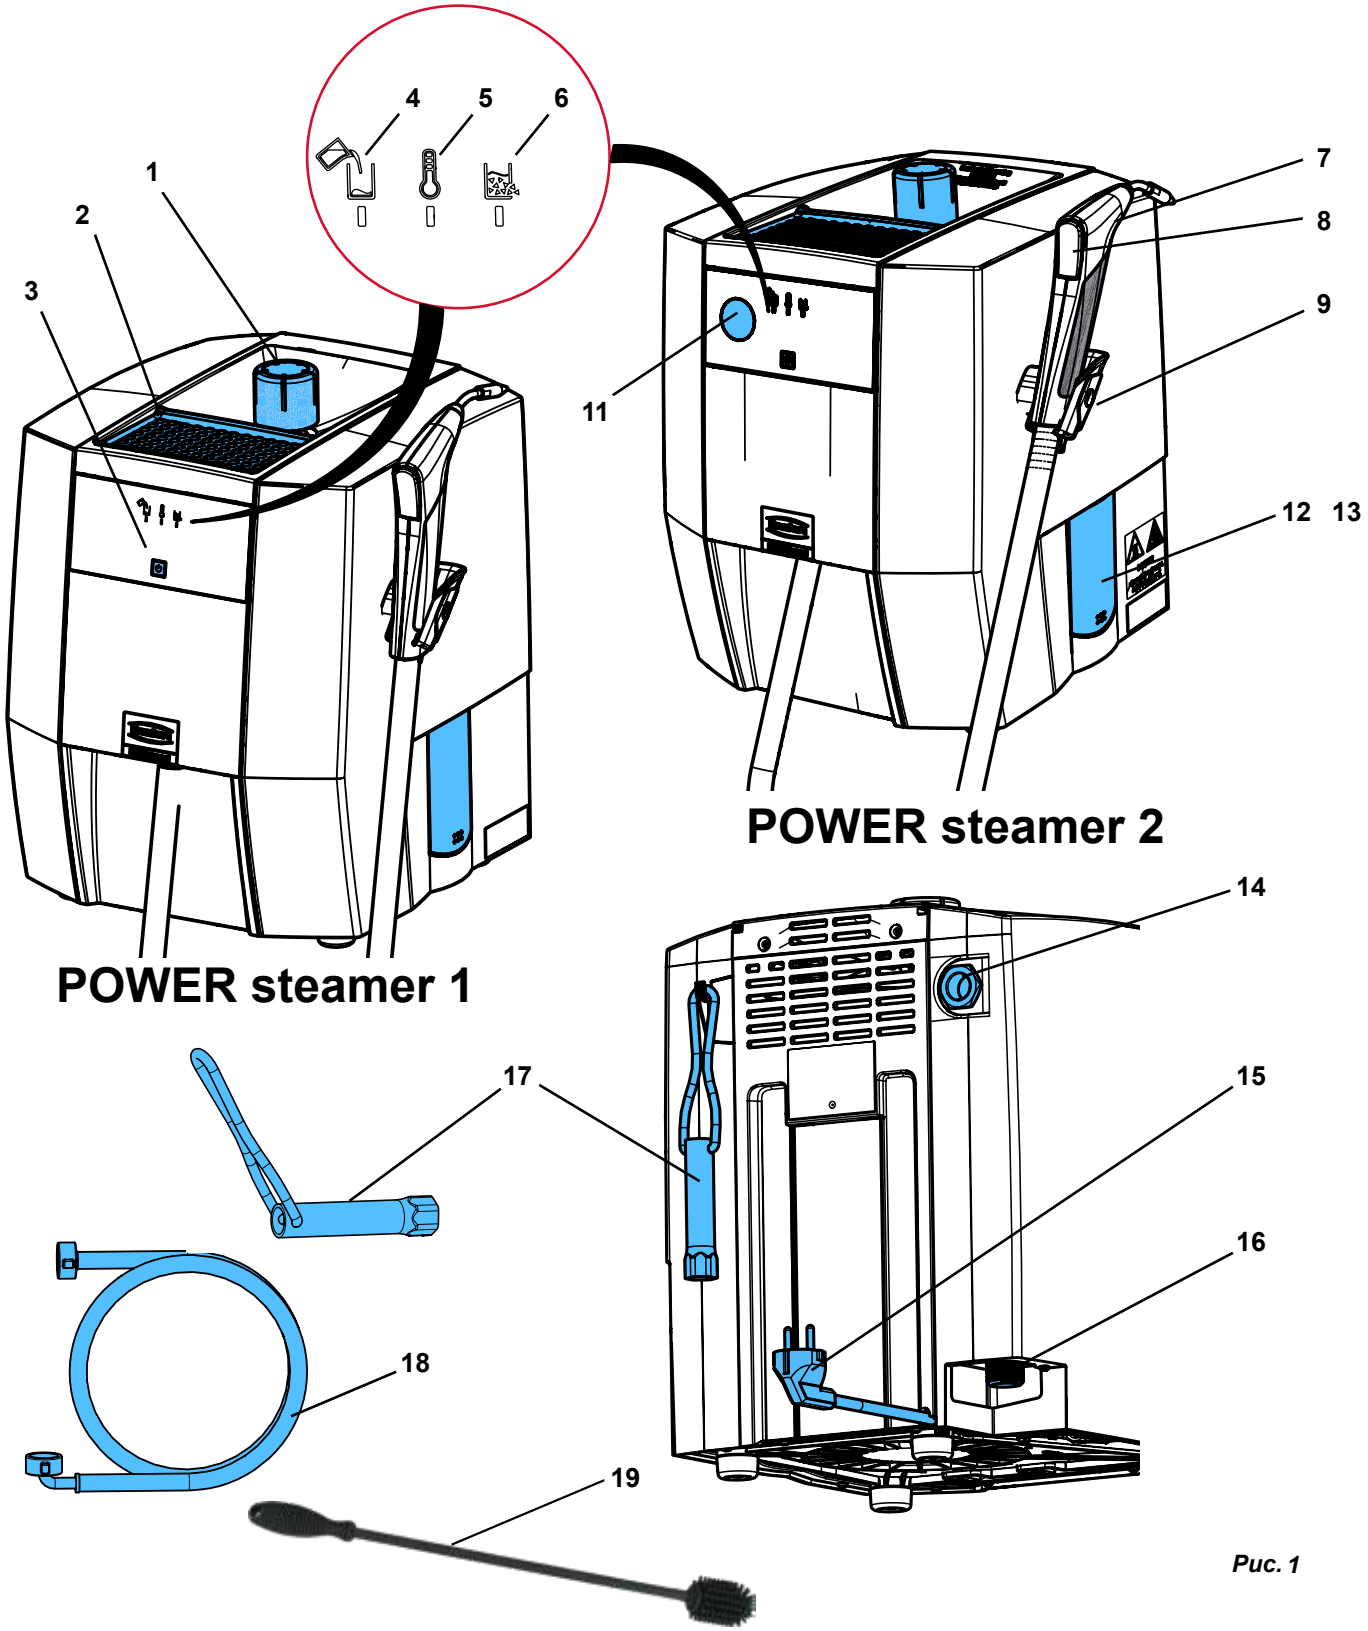

Рис. 1
- ► **Установите устройство таким образом, чтобы на выходе пара из выпускного отверстия предохранительного клапана не возникало никакой опасности (14, рис. 1).**
На подставке для модели (2, рис. 1) можно укладывать для высыхания гипсовые модели или модели из паковочной массы.
⇒ Вкрутите крышку бака (1, рис. 1).
Устройство установите таким образом, чтобы при выходе пара из выпускного отверстия предохранительного клапана (14, рис. 1) не возникало какой-либо опасности (например, не ставить перед розеткой).
Выпускное отверстие предохранительного клапана (14, рис. 1) никоим образом не должно быть закрыто или заблокировано.
Опасность из-за водяного пара под давлением! Перед открытием замка контрольного окна убедитесь, что напорный резервуар не находится под давлением. Для этого откройте и снимите крышку бака (1, рис. 1).
⇒ Устройство установите так, чтобы вода из контрольного отверстия (12/13, рис. 1) могла стекать в раковину.